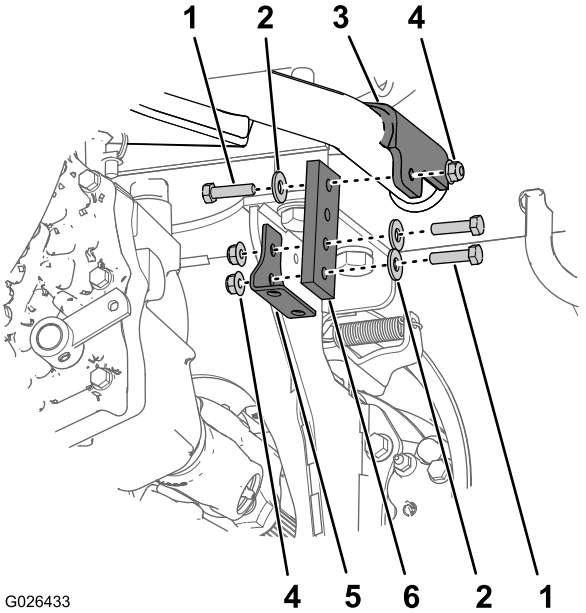

Рисунок 9
1. Совместите 2 отверстия в другом подвесе выхлопной трубы с 2 отверстиями в кронштейне выхлопной трубы (Рисунок 9).
2. Установите подвес выхлопной трубы на кронштейн выхлопной трубы с помощью 2 болтов (5/16 x 1-1/4 дюйма), шайб и фланцевых контргаек (Рисунок 9).
3. Совместите отверстия на другом конце подвеса выхлопной трубы с проушиной на опорной трубе цистерны(Рисунок 9).
4. Прикрепите подвес выхлопной трубы к проушине с помощью 2 болтов (5/16 x 1-1/4 дюйма), шайб и фланцевых контргаек (Рисунок 9).